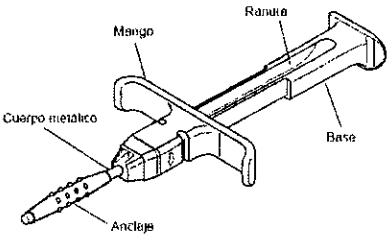

Figura 2. Dispensador del anclaje con el anclaje
5. Localice el dispensador del anclaje con un anclaje precargado (Figura 2).